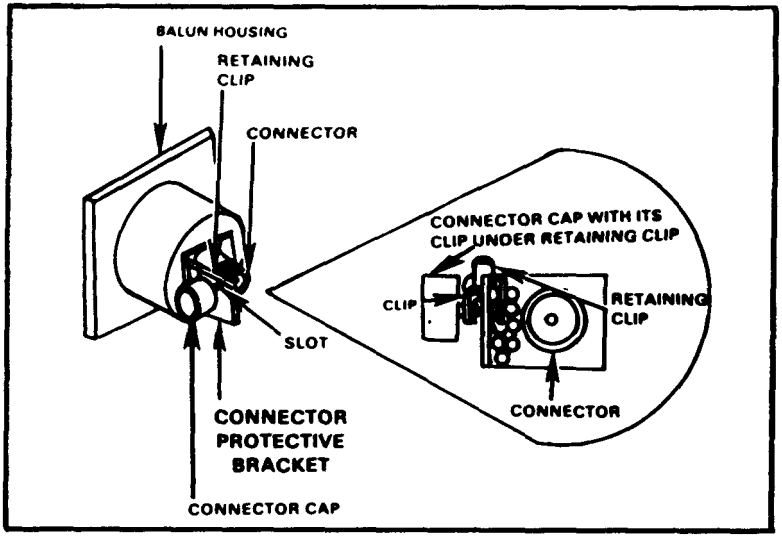

Figure 3-11. Captivating feed cone assembly connector cap.
a. Unscrew the connector cap of the feed cone assembly connector and secure the cap to the connector protective bracket (Figure 3-11).